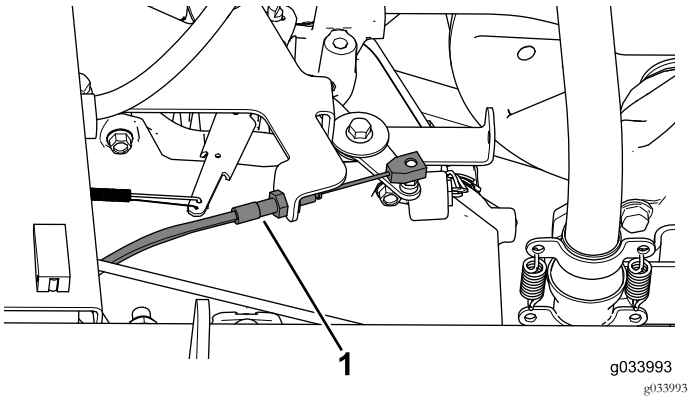

Bild 9
3. Schließen Sie den Bowdenzug vom Gasbedienungshebel ab und nehmen ihn von der Gasbedienungshalterung ab (Bild 9).